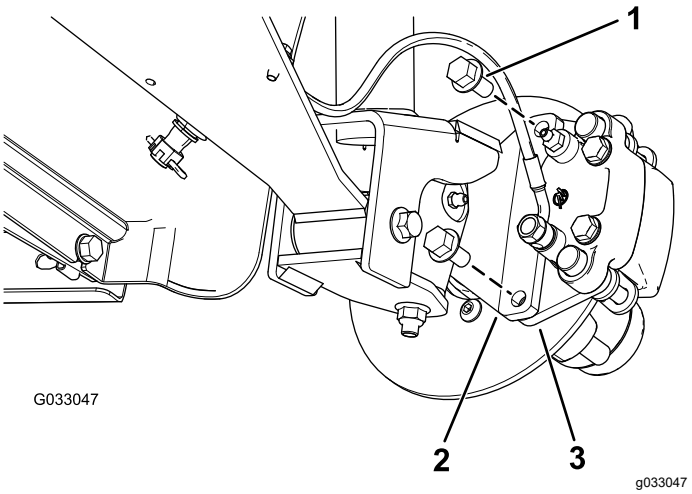
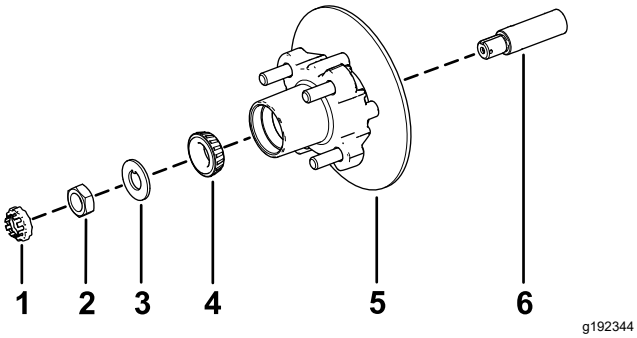

Figuur 33
Figuur 37
3. Verwijder de flenskopbouten (⅜" x ¾") waarmee de beugel voor de rem is bevestigd aan de as en verwijder de rem van de as (Figuur 33).
1. Breng een laagje van het aanbevolen smeermiddel aan op de as (Figuur 37).
2. Monteer de naaf en de rotor op de as met de rotor aan de binnenkant (Figuur 37).
3. Monteer het buitenste lager op de as en plaats het lager in de buitenste loopring (Figuur 37).
4. Monteer het borgplaatje op de as (Figuur 37).
5. Draai de asmoer op de as en zet de moer vast met een torsie van 15 N·m terwijl u de naaf draait om het lager te plaatsen (Figuur 37).
2. Lijn de remblokken aan beide zijden van de rotor (Figuur 33) en de openingen in de beugel van de remklauw uit met de openingen in de rembevestiging van het asframe (Figuur 37).
3. Bevestig de beugel van de remklauw aan het asframe (Figuur 33) met de 2 flenskopbouten (⅜" x ¾").